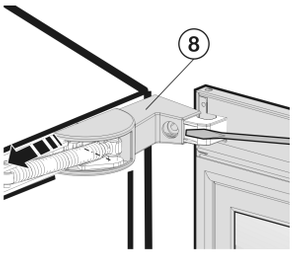

*Fig. 5*
▶ Afdekking van de lagerbus *Fig. 5 (8)* voorzichtig met een schroevendraaier optillen en naar voren schuiven.
▶ De sluitdemper wat van het apparaat wegdraaien en de afdekking *Fig. 5 (8)* afnemen.
- Afdekking lagerbus *Fig. 5 (8)* opnieuw vastklikken.